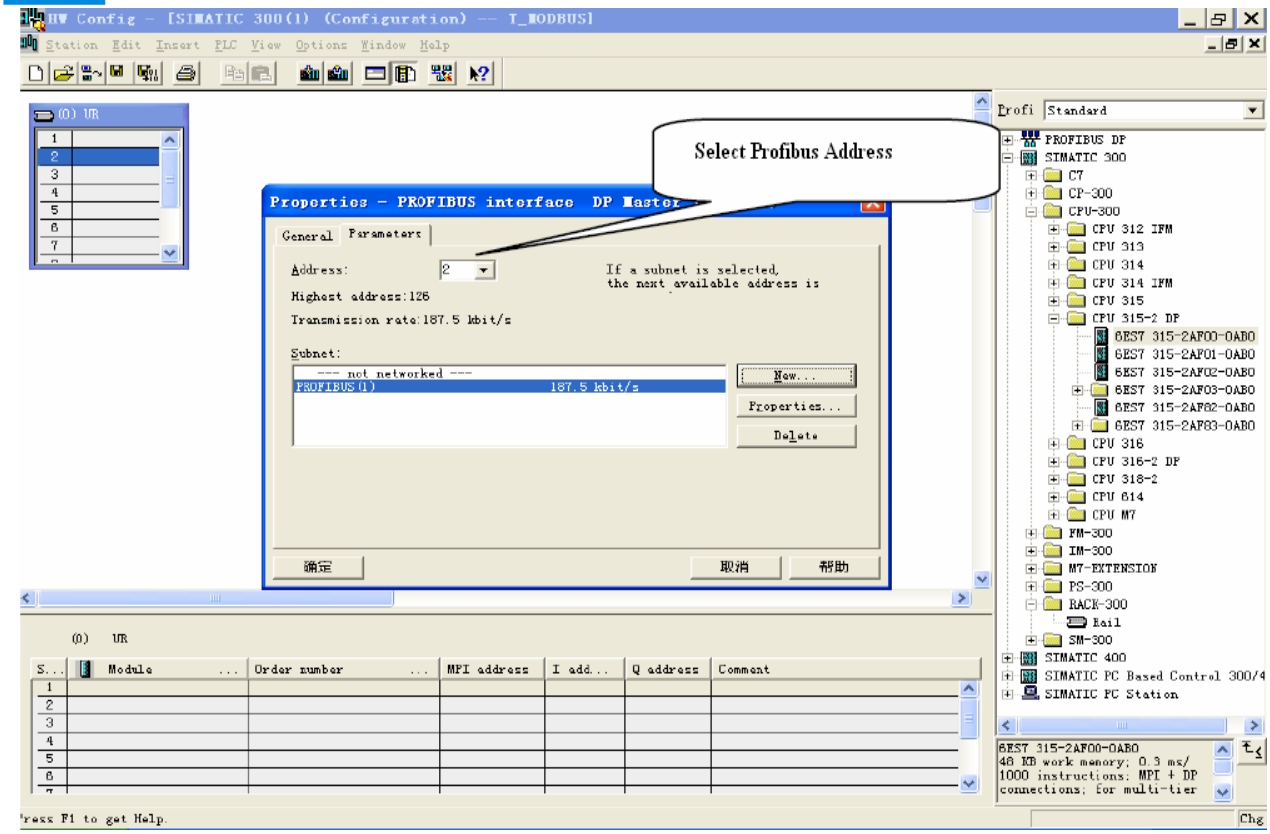

图 11
4. 选择 Profibus Master station 地址，如图 11：